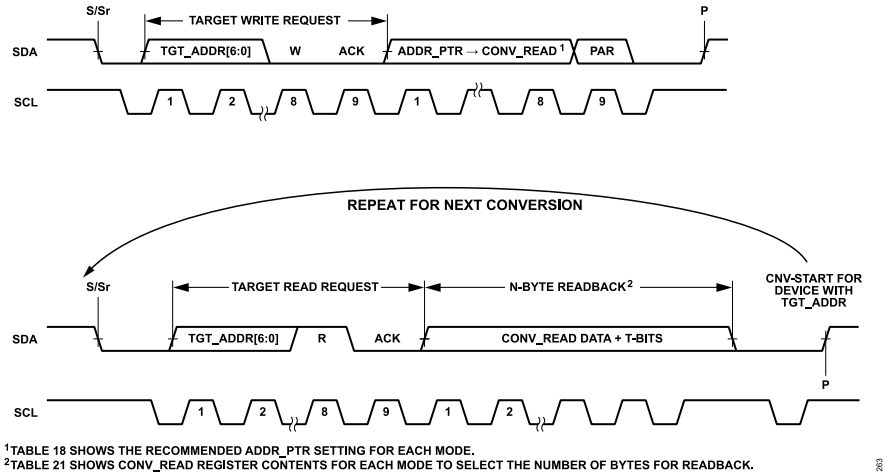

Figure 66. Triggering ADC Conversions Using CONV_READ
To trigger ADC conversions using the CONV_READ register, update the ADDR_PTR to point to any of the register addresses of the CONV_READ register (from 0x50 to 0x53). Then, perform a dummy I3C read from the AD4062 and issue a repeated start (Sr) followed by a stop (P) at the end of the data phase. The SDA rising edge of the stop (P) triggers an ADC convert-start as shown in Figure 66. In sample mode, the convert-start trigger results in a single conversion. In burst averaging mode, the convert-start trigger results in a burst of multiple conversions which are used to generate a single averaged result (see the Modes of Operation section).